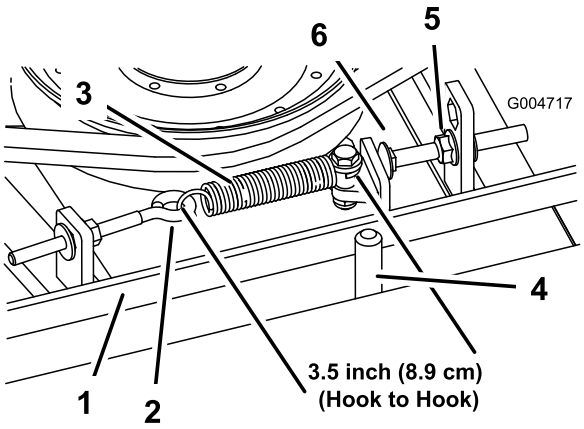

Figur 73
Vid korrekt spänning ska förlängningsfjäderns inre mått (från krok till krok) vara cirka 8,3 till 9,5 cm. När fjäderspänningen är korrekt ska du justera stoppskruven (vagnsskruven) tills det finns ett spel på cirka 2 till 5 mm mellan skruvens huvud och mellandrevsarmen (Figur 73).
Obs: Kontrollera att remmen sitter på fjädersidan av remstyrningen (Figur 73).
2. Lossa öglebulten så att du kan ta bort förlängningsfjädern (Figur 73).
3. Lossa flänsmuttern som håller fast stoppskruven på monteringsfliken och flytta mellanremskivan bort från remmen för att minska remspänningen (Figur 73).
9. Sätt fast förlängningsfjädern (Figur 73) i öglebulten och spänn remmen på följande sätt: